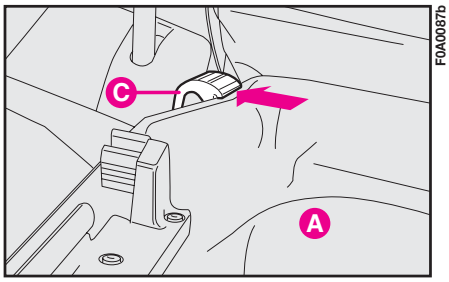

fig. 125
**3)** Fasten the two parts by means of rubber fasteners **C-fig. 125**.